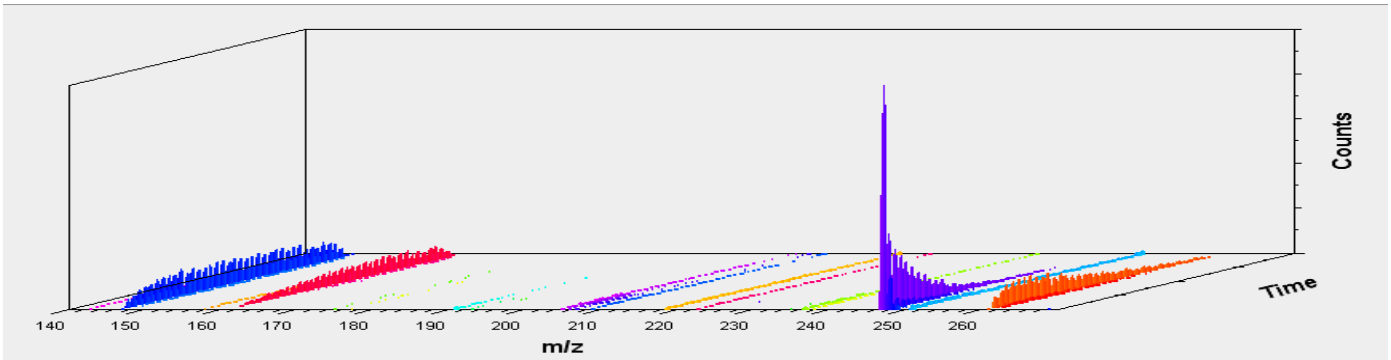

FIGURE 3. *Mass spectra of HCl reaction using the waterfall function to display as 3D stack*
Masscape® was used to analyse reaction profiles and changes in mass spectra over time. Additional m/z values can be added to the profile dynamically as they appear (figure 3). The reaction proceeds cleanly using TFA, however several additional species were detected where HCl was used (figure 4). The reaction profile indicates quantitative conversion of Nα-Boc-Lysine to lysine in under 100mins where TFA is used.
Where HCl is used the profile shows rapid consumption of m/z 246 (1) and generation of m/z 146 (2) and m/z 260 (3). This is followed by consumption of (2) and (3) and steady generation of (4), trends which are clearly visible in the 3D graph generated in Masscape® (figure 3). The proposed scheme is shown below.